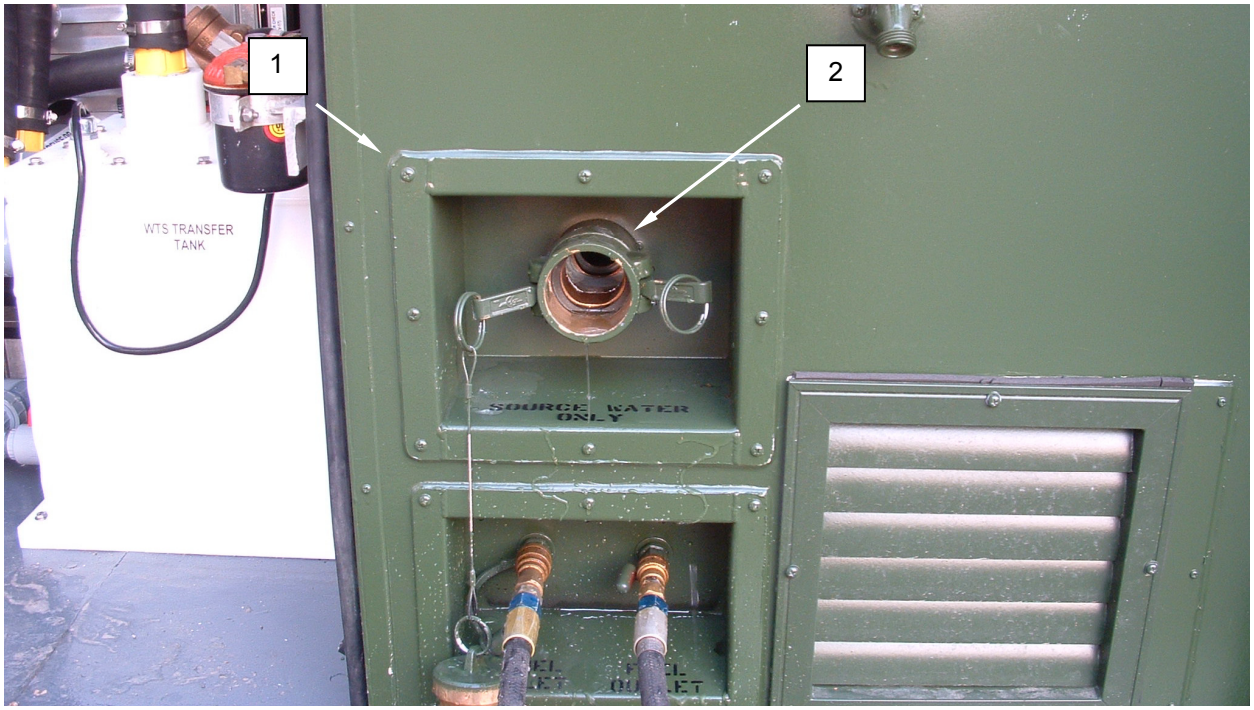

Figure 1. Clean the Water Inlet Panel Fitting.
1. Disconnect hoses from the water panels **(Figure 1, Item 1)**.
2. Clean corrosion from fitting **(Figure 1, Item 2)**.